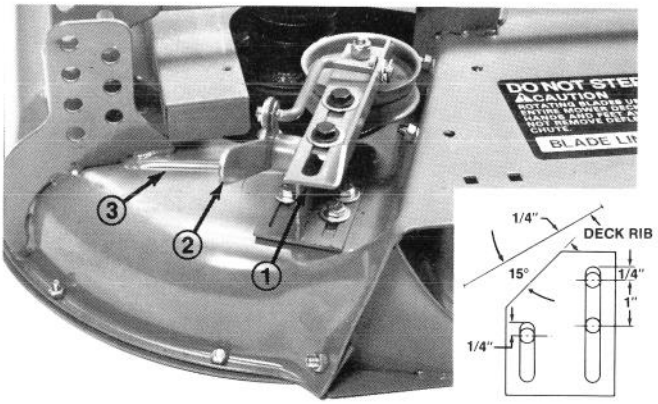

Figure 10
1. Position idler assembly on deck as shown in Fig. 10.
2. Engage idler lever (toward belt) and slide idler pulley firmly into blower belt. To provide for future adjustment, there should be at least 1/4" clearance between front of idler mounting bracket and raised rib in deck (Fig. 10, Inset). Mounting bracket should be positioned on flat part of deck. Make sure idler pulley clears spindle pulley and blower and idler lever clears carrier frame when in the engaged position. Mounting bracket should be at approximately 15° to deck rib (Fig. 10, Inset).
3. Using dimensions shown in Fig. 10, Inset, locate and drill (3) 3/8" dia. holes in deck.
4. Disengage idler lever and mount idler assembly to deck with (3) 5/16-18 x 3/4" lg. capscrews, 5/16 washers, and locknuts. Position washer between nut and idler assembly.